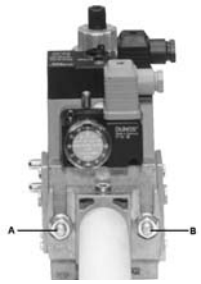
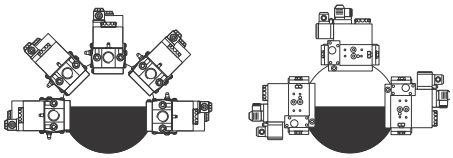

Fig. 17
Fig. 20
3. tighten screws A, B, C and D (Fig. 17 - Fig. 18), accordind to the mounting positions (Fig. 20);